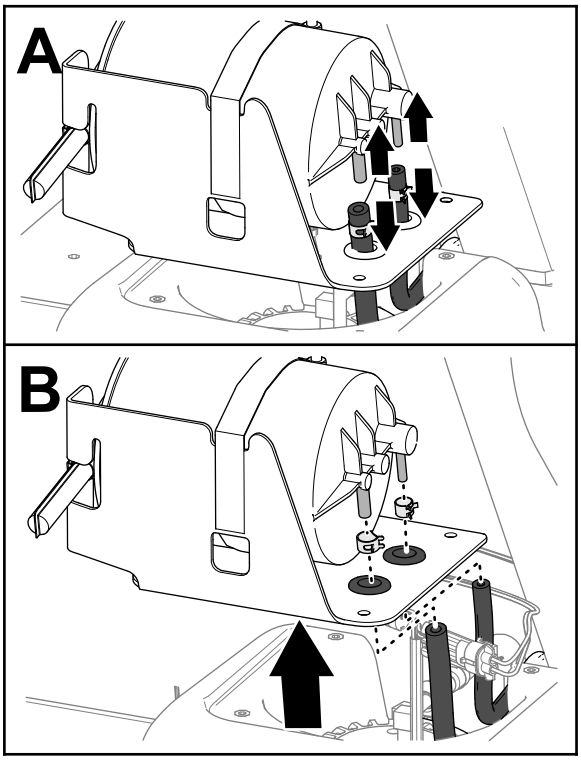

図 85
4. フィッティングからホースを外す図 85。
5. ホースからホースクランプを外す図 85。
6. カーボンキャニスタを燃料タンクから外す図 85。